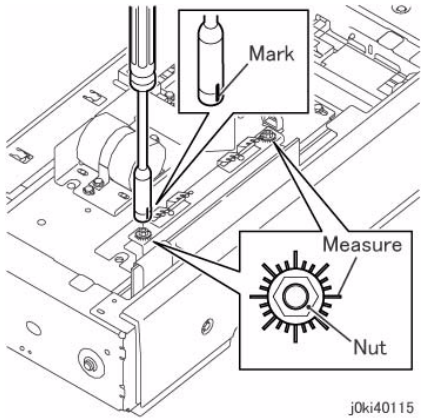

Figure 4 Rotate the nut
18. Rotate the nut. (Figure 4)
NOTE: *As it is difficult to control the rotation amount, it is recommended to draw a line on a strip of paper and tape it to the tip of the Box Driver to make a mark as shown in the figure below.(Figure 4)*